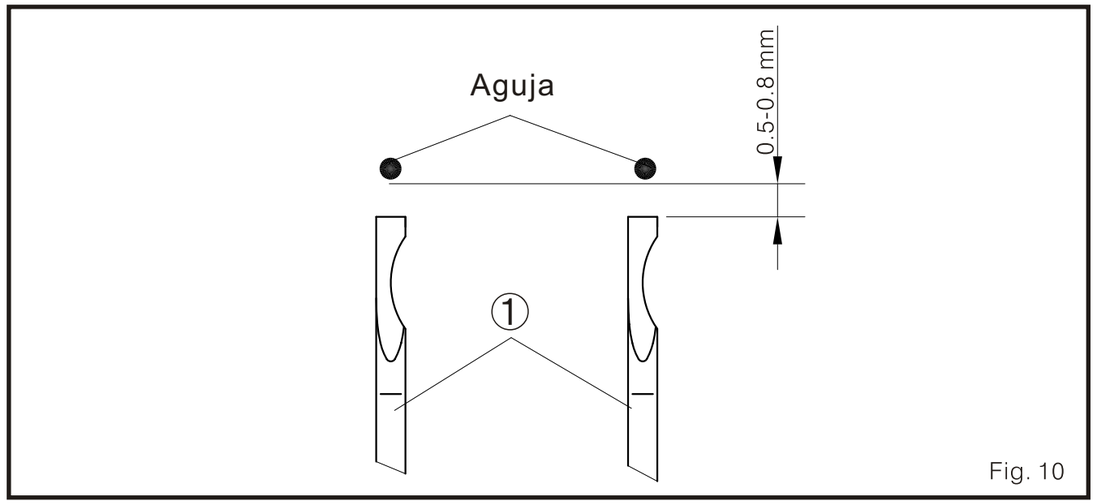
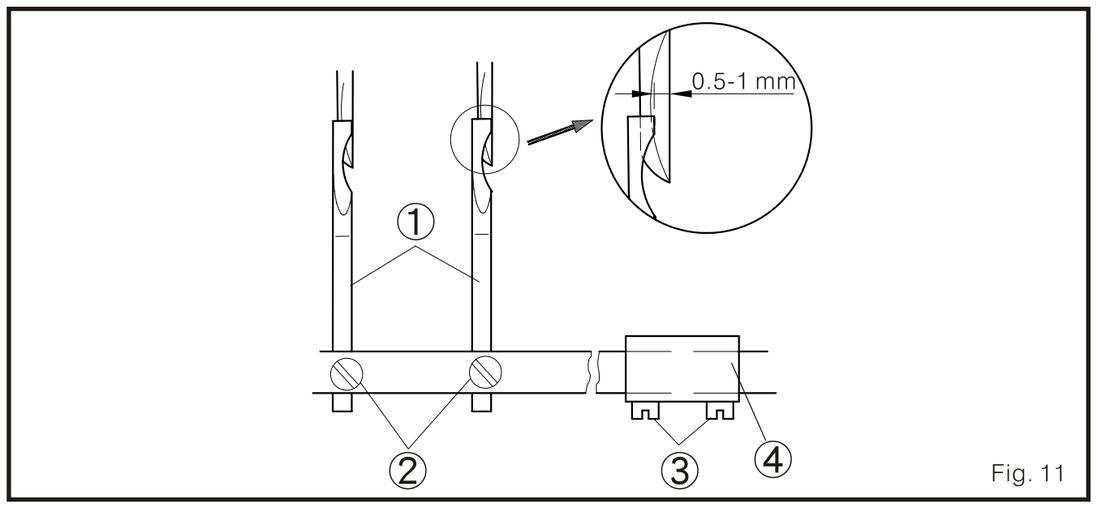

Fig. 10
Fig. 11
1. El espacio entre el limpiador de hilo 1 a la aguja debe ser de 0.5-0.8 mm. (Fig. 10)
2. Cuando la barra aguja este en la posición inferior. Afloje el tornillo fijo 2, y ajuste el limpiador de hilo 1 de la forma que indica Fig.10. Mantenga los limpiadores paralelos entre si antes de asegurar firmemente el tornillo2. (Fig. 11)
1. Cuando el limpiador de hilo 1 este en el punto izquierdo muerto, el espacio desde el lado derecho del limpiador de hilos 1 al lado derecho del bucleador debe ser 0.5-1 mm. (Fig. 11)
3. Para ajustar: (Fig. 11)